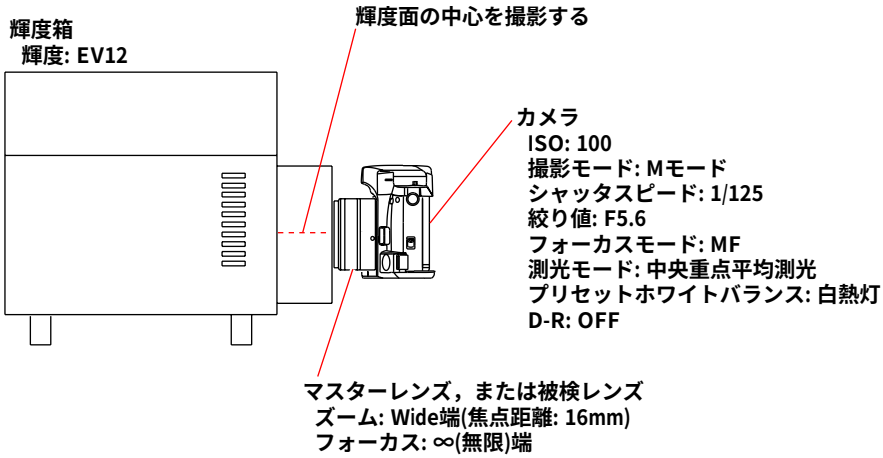

Fig.4-2-1
2)　使用機器，カメラおよび AE マスターレンズを Fig.4-2-1 のように設定する。